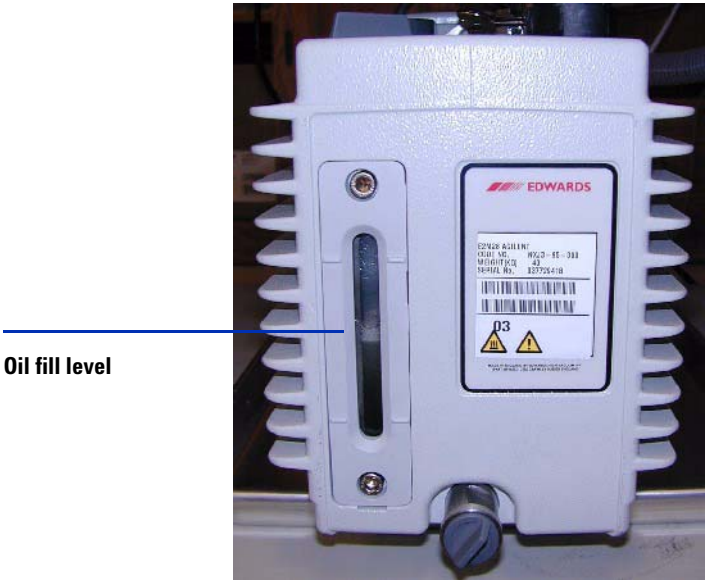

Figure 7 Fluid level window on the rough pump
- Check the fluid level in the window of the rough pump. The fluid level should be between the marks for Max and Min (see Figure 7).